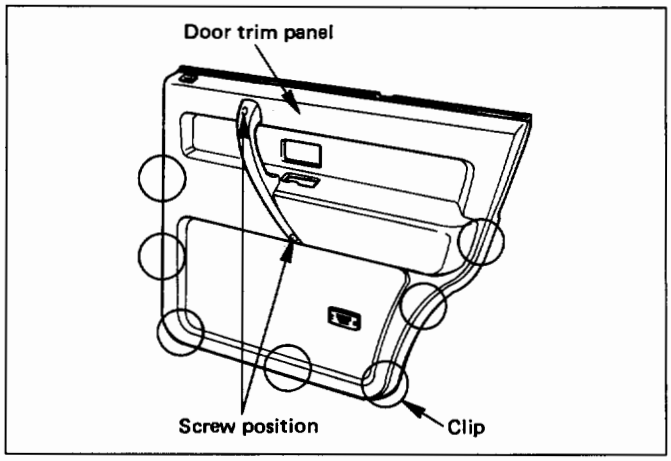

Fig. 10-45
- Remove the 2 fixing screws to take off the 7 clips from the door panel. (Fig.10-45)